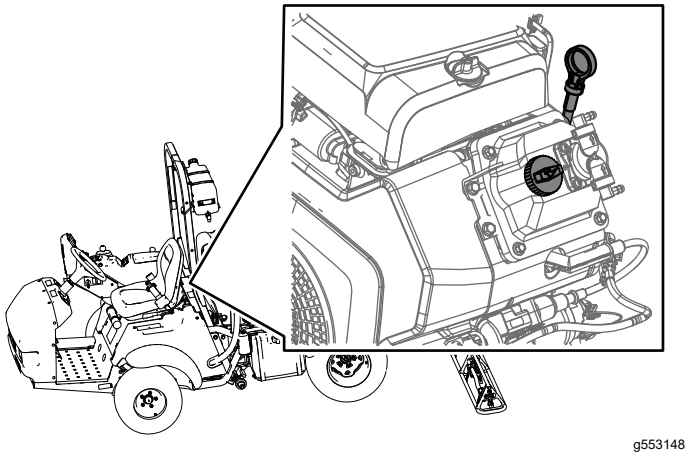

Figure 40
8. Slowly pour approximately 80% of the specified amount of oil into the oil filler tube (Figure 40).